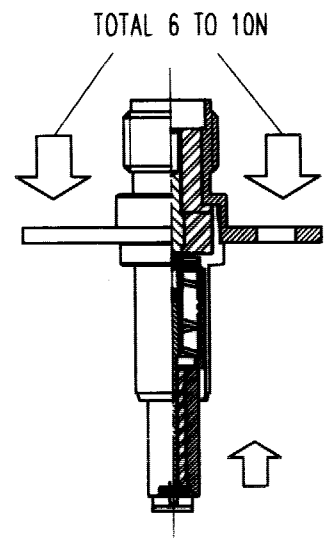

figure 3 (2:1)
4.Recommended setting configuration is shown in figure 3.